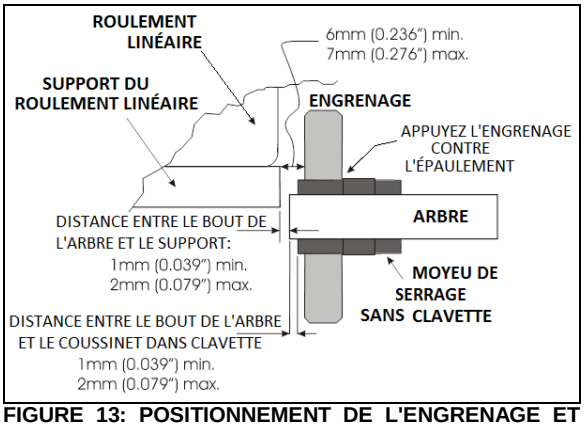

FIGURE 13: POSITIONNEMENT DE L'ENGRENAGE ET DE LA BAGUE SANS CLAVETTE 26152
3. Positionner correctement l'extrémité de l'arbre par rapport à la plaque de soutien du palier linéaire (voir Figure 13). Ensuite, serrer les colliers de verrouillage pour maintenir l'arbre à cette position.
4. Placer l'engrenage et la bague sans clavette comme illustrée sur la Figure 13. Serrer la bague sans clavette comme décrite au paragraphe 6.4.